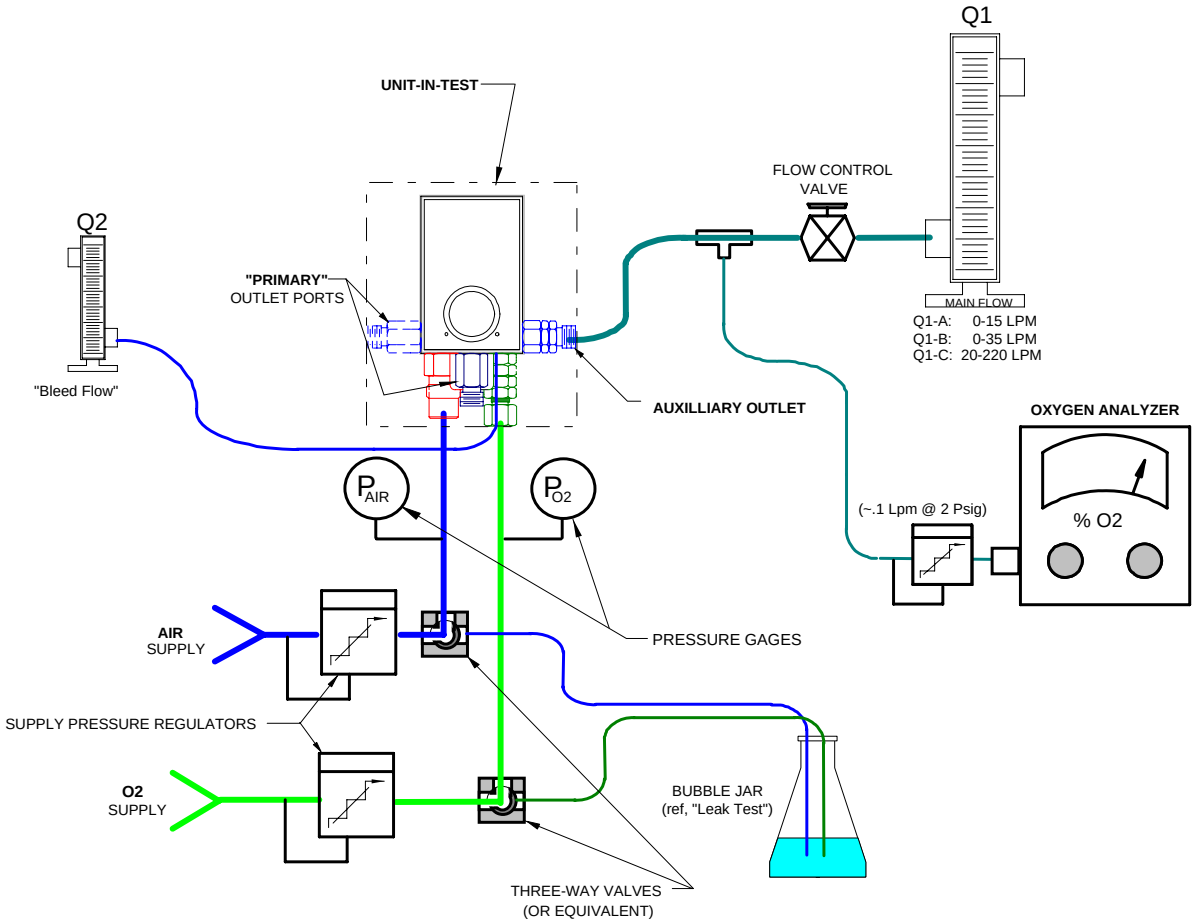

FIGURE 1
SET-UP NOTES: (Refer to Figure 1)
2. Install the UNIT-IN-TEST in the test system per Figure 1. Note; standard units (e.g., 03800A) with a bottom located primary outlet are automatically connected at the primary when installed in the fixture.